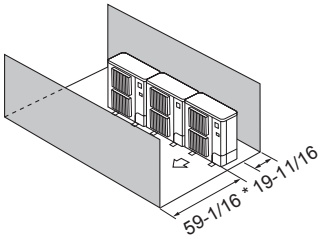

Fig. 2-14
④ Obstáculos en la parte delantera y trasera (Fig. 2-14)